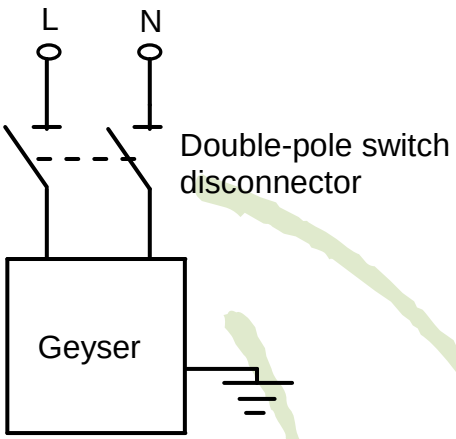

FIGURE 2
2.2 Refer to FIGURE 2 below of a geyser connected to a main supply and answer the questions.
Redraw FIGURE 2 in the ANSWER BOOK and indicate how a timer will be connected in the circuit. (4)